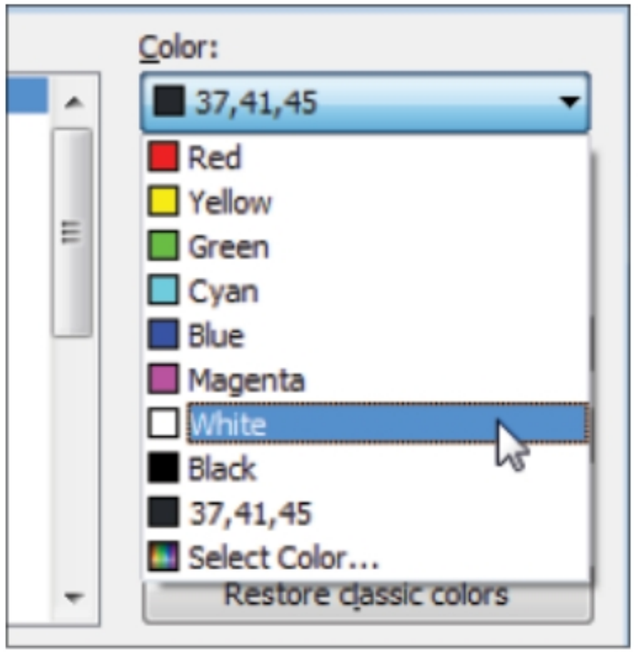

Figure-21. Color drop-down
- Select the **Uniform background** option from **Interface element** list box, click on the drop-down for colors and select the **White** option; refer to Figure-21.